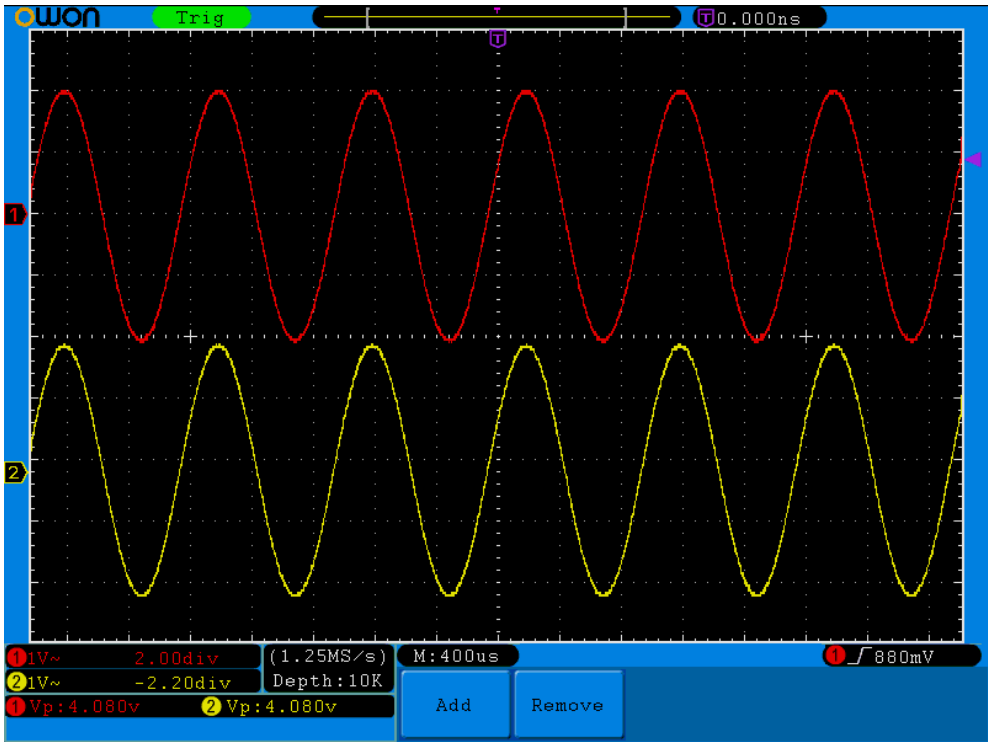

Рисунок 7-2 Осциллограмма определения коэффициента усиления
(1) Нажмите кнопку **Autoset,** и осциллограф автоматически отобразит осциллограмму сигналов обоих каналов.
(2) Нажмите кнопку **Measure** для вызова меню автоматических измерений.
(3) Нажмите кнопку **H1**.
(4) С помощью кнопки **F2** выберите **CH1** в качестве источника.
(5) Нажмите кнопку **F1** и вращением регулятора **M** выберите **PK-PK**.
(6) С помощью кнопки **F2** выберите **CH2** в качестве источника.
(7) Снова нажмите кнопку **F1** и вращением регулятора **M** выберите **PK-PK**.
(8) Прочитайте значения размаха напряжения сигналов канала 1 и канала 2, отображенные в левой нижней части (см. рис. 7-2).
(9) Вычислите значение коэффициента усиления, используя следующие формулы.